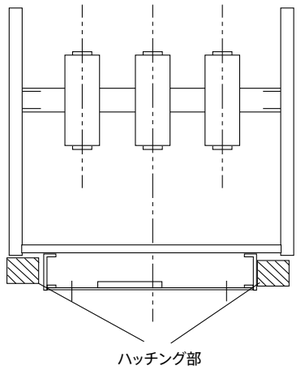

図6. 固定枠側面の空間
①VF-32CM-DASの場合、固定枠の設置には幅644mm×奥行770mmが必要です。レール側面部を配線ダクトや固定金具等を利用している場合は撤去し固定枠設置に必要な寸法を確保してください。(図6のハッチング部及び表2)
①VF-32CM-DBSの場合、固定枠の設置には幅644mm×奥行770mmが必要です。レール側面部を配線ダクトや固定金具等を利用している場合は撤去し固定枠設置に必要な寸法を確保してください。(図6のハッチング部及び表3)
②VCB本体の周りに保護板(高圧部への接近防止板)がある場合、固定枠の設置には保護板の取外しが必要です。
③VF-32DBS/40DBS形とVF-32B/40B形のVCB本体は相互に入れ替えはできません。各々専用の固定枠に収納願います。